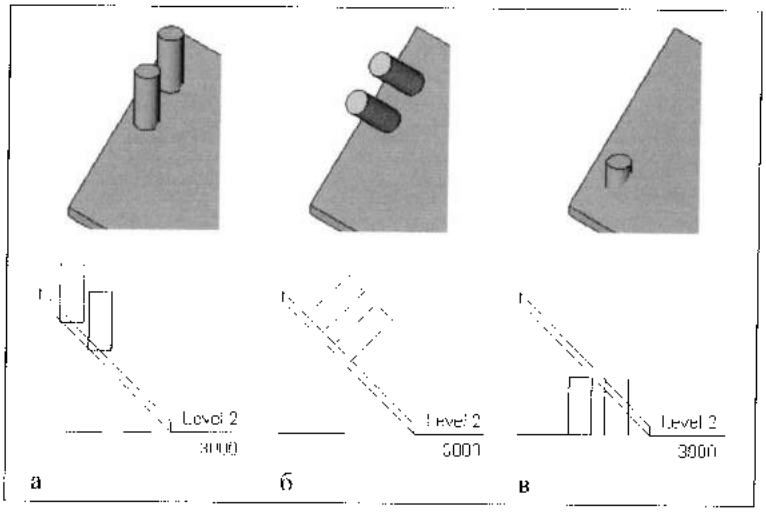

Рис. 11.2. *Установка компонентов на крыше*
- **Place on Face** (Разместить на грани), если вставку нужно выполнить в ближайшей точке пересечения линии взгляда с какой-либо поверхностью (рис. 11.2,а, б);
- **Place on Work Plane** (Разместить на рабочей плоскости), если вставку нужно выполнить в точке пересечения линии взгляда с рабочей плоскостью (рис. 11.2,в с рабочей плоскостью *Level 2*).
- **Work Plane-Based** (На основе рабочей плоскости), если необходимо разместить компонент по грани (рис. 11.2,а, б);
- **Always vertical** (Всегда вертикально), если компонент необходимо установить вертикально (рис. 11.2,а). При сбросе флажка компонент занимает положение перпендикулярно поверхности, на которой он размещается (рис. 11.2,б).